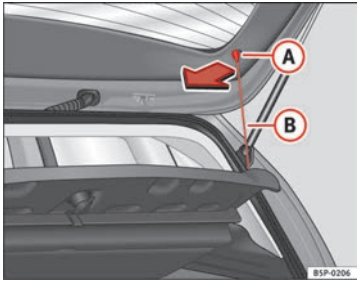

Abb. 123 Hutablage
– Hängen Sie die Streben ⇒Abb. 123 (B) aus den Aufnahmen (A) aus.